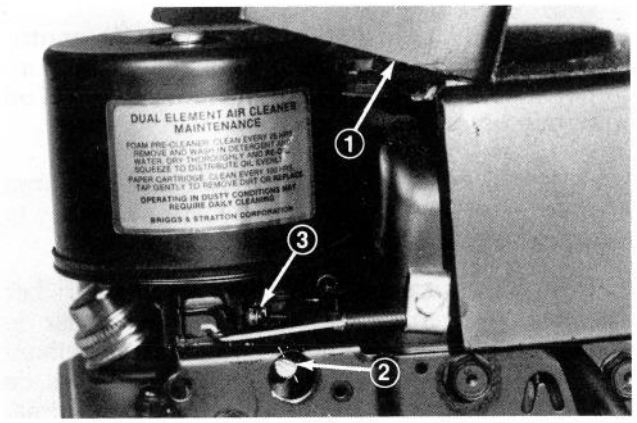

Afbeelding 35
1. Naaldventiel (Afb. 35) — Sluit de klep door het zachtjes met de klok mee te draaien.
4. Draai het naaldventiel (Afb. 35) met de klok mee, 1/8 slag per keer, totdat de motor snelheid begint te verliezen. Laat de motor op elke 1/8 slag reageren.
5. Draai het naaldventiel (Afb. 35) tegen de klok in - out - 1/8 slag per keer, totdat de motor eerst onregelmatig begint te draaien. Laat de motor op elke 1/8 slag reageren.
7. Breng het gasmanet terug, zodat de motor stationair wordt. Draai de stationaire afstellingsschroef (Afb. 35) totdat de motorsnelheid 1750 omw./min. is.